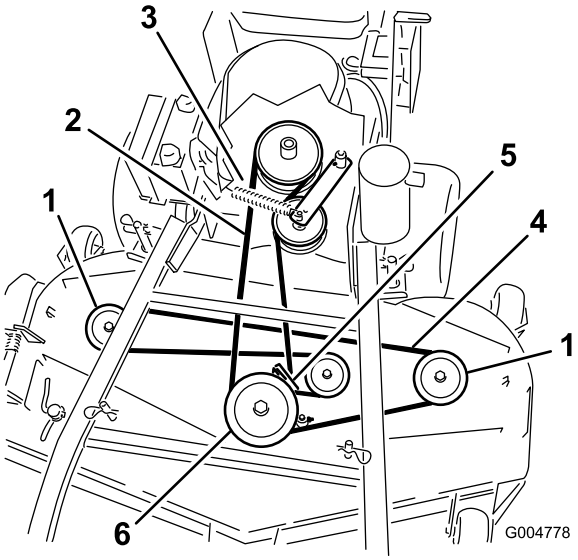
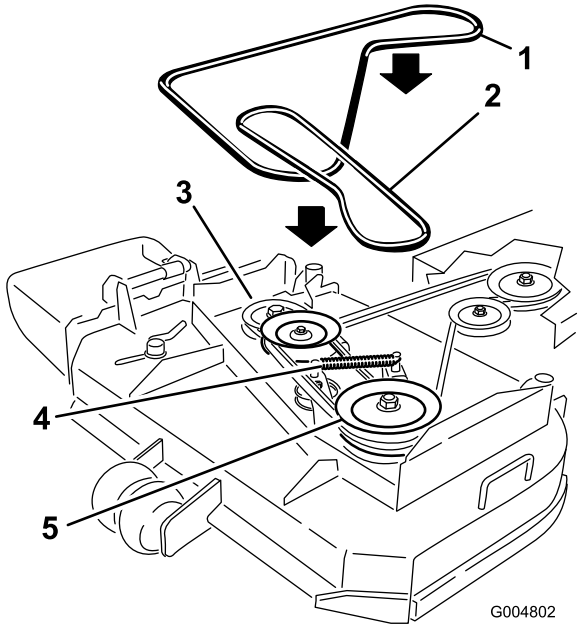

Figura 49
Figura 50
6. Desconecte el muelle del brazo de la polea tensora para aliviar la tensión de dicho brazo y de la polea tensora; retire la correa del cortacésped desgastada (Figura 49 o Figura 50).
7. Instale la nueva correa del cortacésped alrededor de las dos poleas exteriores de los ejes, la polea tensora y en la ranura inferior de la polea doble de los ejes (Figura 49 o Figura 50).
8. Conecte el muelle del brazo de la polea tensora (Figura 49 o Figura 50).
10. Ajuste la guía a 3 mm (1/8 pulg.) de la correa (Figura 49 o Figura 50).